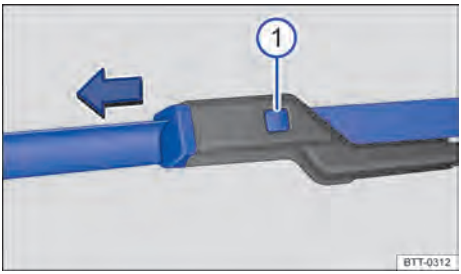

Fig. 139 Substituir as palhetas dos limpadores do para-brisa.
- Manter o botão de destravamento ⇒ Fig. 139 ① pressionado e, ao mesmo tempo, retirar a palheta dos limpadores do para-brisa no sentido da seta.